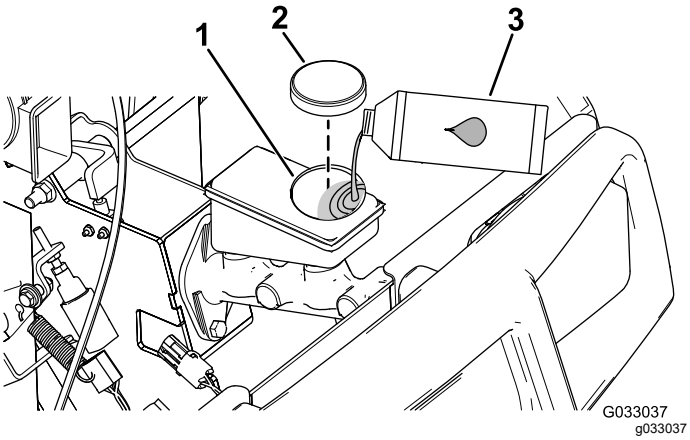

Figura 67
4. Eleve novamente o capot para aceder ao cilindro principal do travão e reservatório (Figura 67).
A. Limpe a zona em redor da tampa do reservatório e retire-a (Figura 67).
C. Coloque a tampa do reservatório (Figura 67).